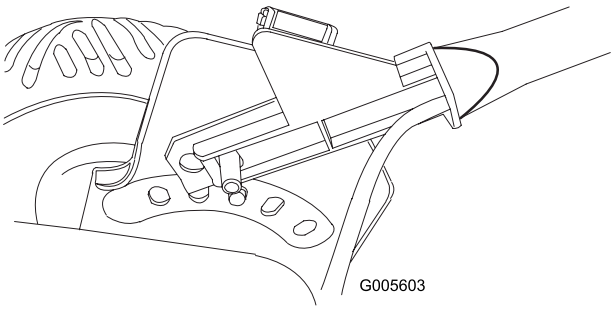

Figur 5
3. Håll den nedre, vänstra handtagsänden på plats samtidigt som du drar på kabelföraren på den nedre, högra handtagsänden. Tryck in handtagsänden och kabelföraren och sätt fast dem på tappen på det högra handtagsfästet (Figur 5).